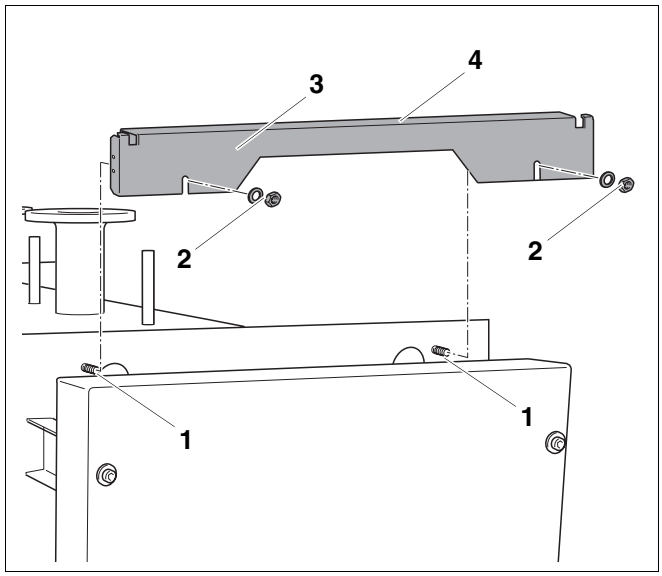
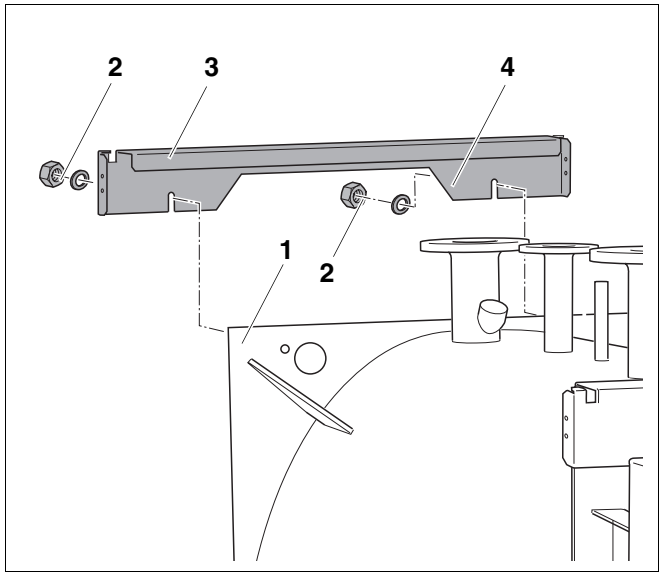

Рис. 12 Установка передней траверсы
Рис. 13 Установка задней траверсы
Следите за тем, чтобы отбортовки задней (рис. 13, **поз. 3**) и передней траверсы (рис. 12, **поз. 4**) были повернуты к корпусу котла.
- Ослабить предварительно смонтированные гайки (рис. 12, **поз. 2**).
- Задвинуть переднюю траверсу (рис. 12, **поз. 3**) между 2 шайбами (рис. 12, **поз. 2**).
- Затянуть гайки (рис. 12, **поз. 2**).
- Ослабить предварительно смонтированные гайки (рис. 13, **поз. 2**).
- Задвинуть заднюю траверсу (рис. 13, **поз. 4**) между 2 шайбами (рис. 13, **поз. 2**).
- Затянуть гайки (рис. 13, **поз. 2**).